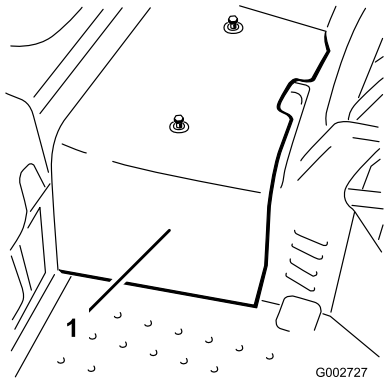

**Figur 39**
2. Løsn de to skruer, der fastgør den midterste afskærmning til maskinen, og fjern afskærmningen (Figur 39).